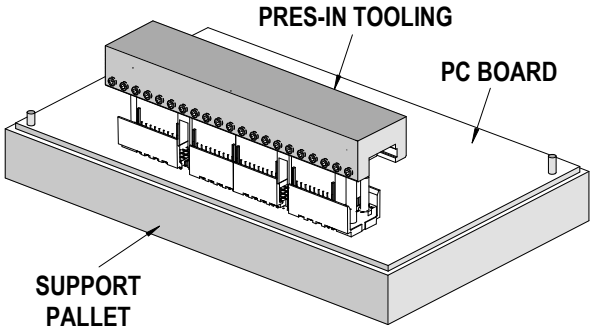

**Figure 2-7**
3. Locate the tooling assembly in the connector assembly, carefully checking alignment. See Figure 2-7.